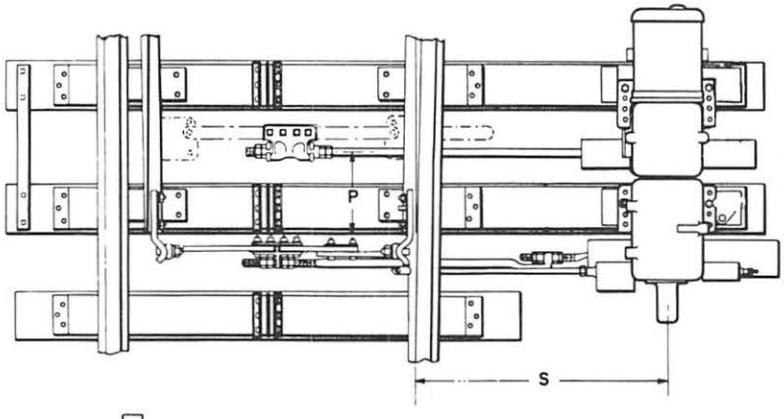

Figure 3. M-3 Switch Machine Typical Layout
Figures 3 and 4 below show typical layouts for the M-3, M-23A and M-23B Switch Machines. Use these diagrams when placing orders for complete switch, movable point frog, derail layouts and fittings such as operating rods, front rods, lock rods, etc. Include in the order the following information:
e. Dimension S distance of switch mechanism from gage (see Figures 3 or 4).
f. Distance P between center of switch rod and end of switch point (see Figures 3 or 4).